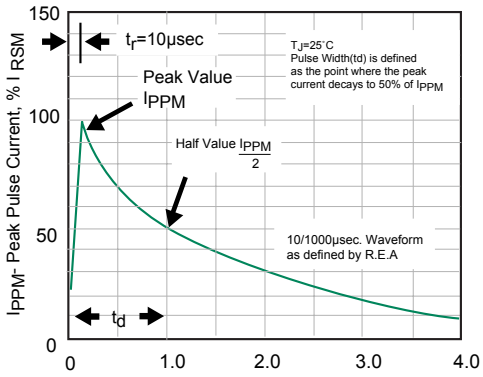

Fig. 3 Pulse Waveform
1. Non-repetitive current pulse, per Fig.3 and derated above T_A= 25˚C per Fig.2